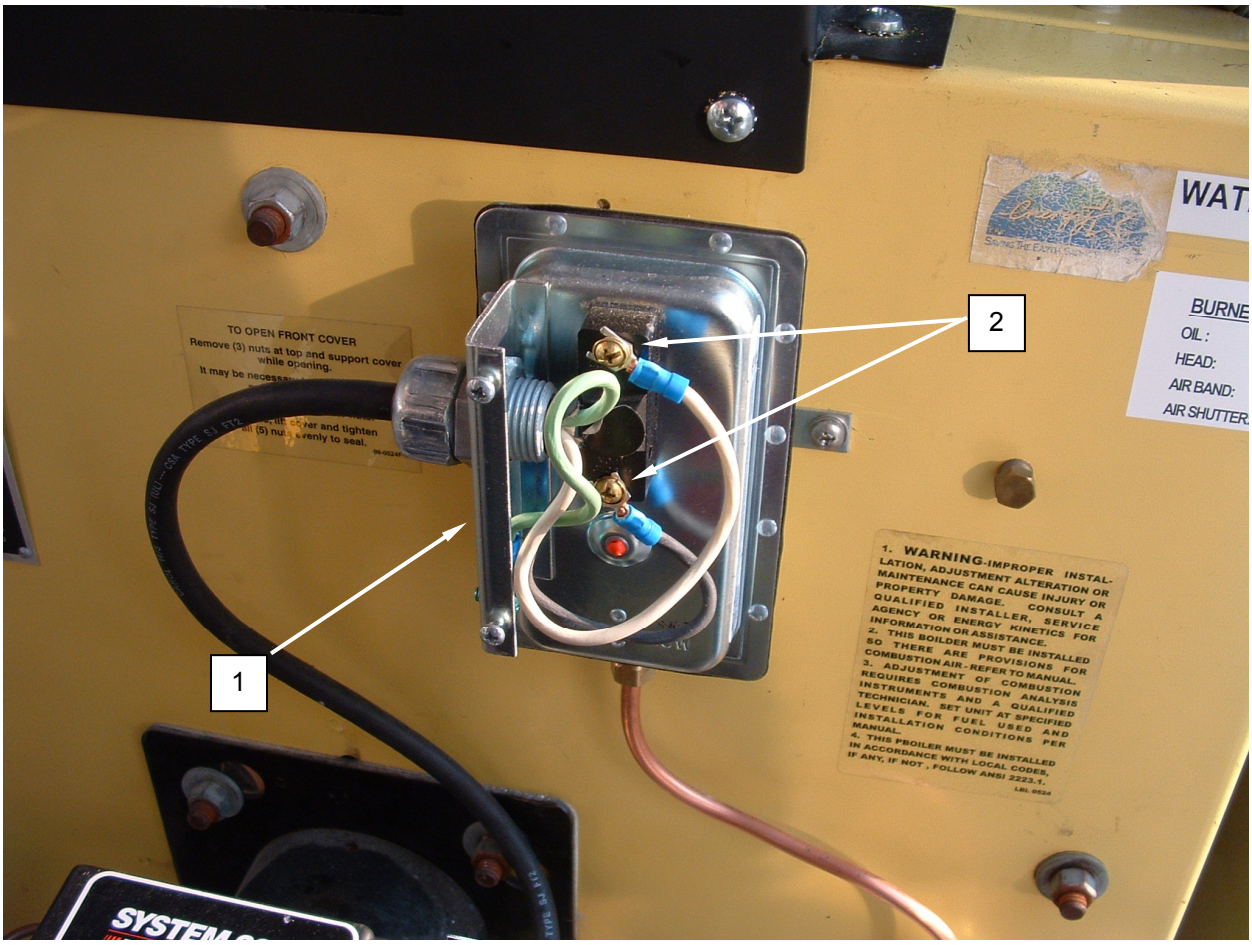

Figure 1. Test the Exhaust Gas Sensor.
1. Switch boiler OFF at circuit breaker No. 22 and remove cover from exhaust gas sensor **(Figure 1, Item 1)**.
2. Tag and disconnect wiring at terminals **(Figure 1, Item 2)**.
3. Use a ohmmeter to check for continuity at terminals **(Figure 1, Item 2)**. Replace an open exhaust gas sensor.
4. Install cover on exhaust gas sensor **(Figure 1, Item 1)**.